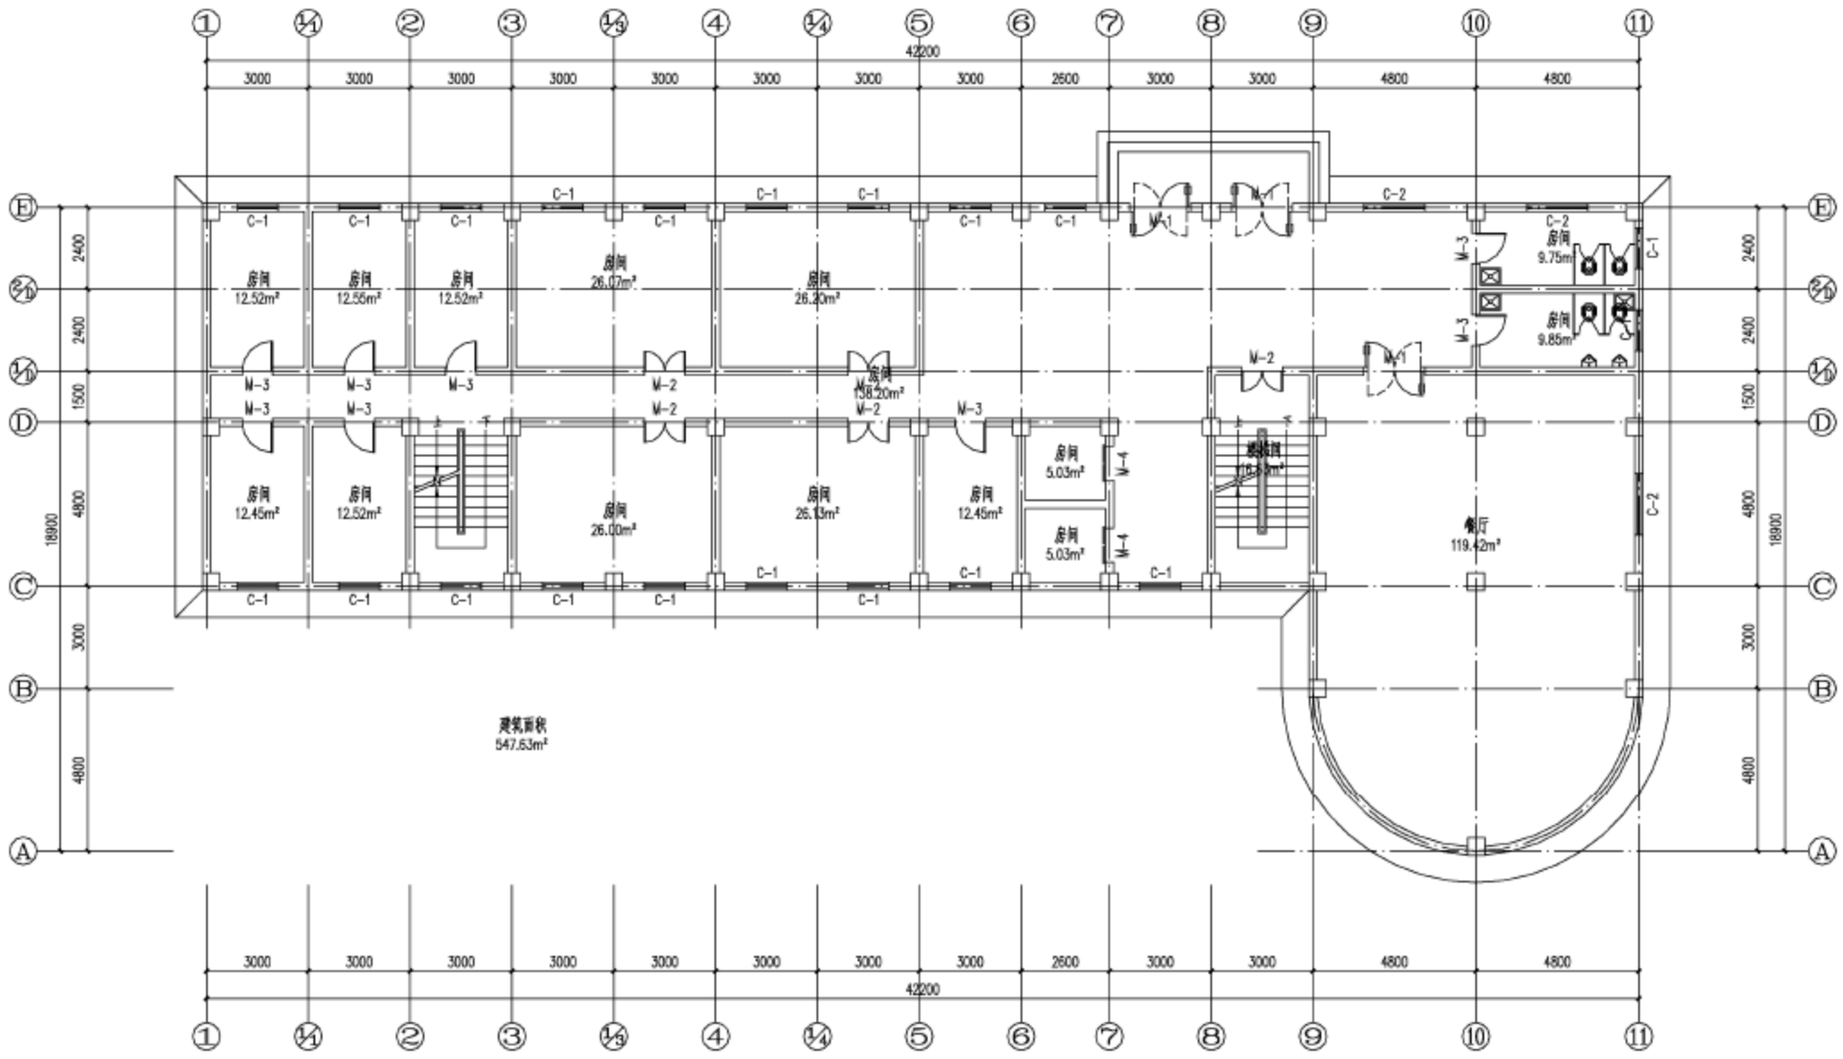

图 17-64　确定房间标注信息
(2) 单击绘图区域,根据命令行提示选择框选建筑物所有墙体,形成如图 17-64 所示的房间标注信息。